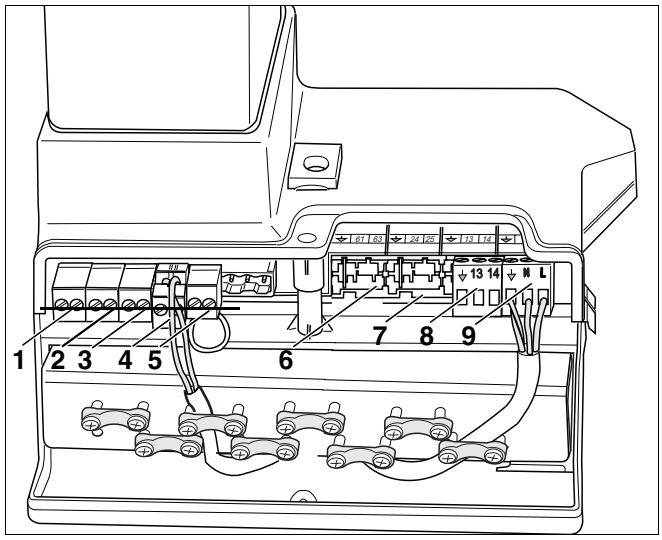

Rys. 26 Przyłącza na listwie zaciskowej
- Podłączyć kabel sieciowy do przyłącza na listwie zaciskowej (rys. 26, **poz. 9**, strona 37).
Podłączyć wszystkie przewody elektryczne do przyłączy na listwie zaciskowej (rys. 26).
Pozycje 1 - 5 (rys. 26) to przyłącza niskonapięciowe, pozycje 6 - 9 (rys. 26) to przyłącza o napięciu 230 V.
Przyłącza na listwie zaciskowej do zewnętrznej pompy obiegu grzewczego (rys. 26, **poz. 6**) i pompy ładującej zasobnik (rys. 26, **poz. 7**) nie są w przypadku Logamax plus GB 132 T używane.
Należy pamiętać o tym, aby prąd pobierany przez przyłącze na listwie zaciskowej do pompy cyrkulacyjnej (rys. 26, **poz. 8**) nie przekraczał 1 ampera.
Jeżeli praca instalacji regulowana jest wg temperatury wewnętrznej lub gdy moduł obsługowy RC stosowany jest jako moduł zdalnej obsługi (tylko RC20, RC30), to moduł ten należy podłączyć do przyłącza na listwie zaciskowej RC (rys. 26, **poz. 1**, strona 37). Należy przestrzegać informacji podanych w instrukcji montażu i serwisowej danego modułu obsługowego RC.
- Dwupozycyjny regulator temperatury podłączyć do listwy zaciskowej w pozycji 3 (rys. 26, **poz. 3**, strona 37).